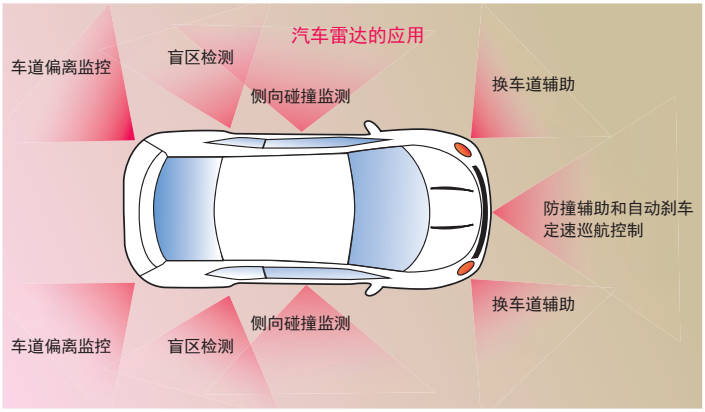

图1：汽车雷达的应用。
**汽车雷达**——自动驾驶技术实现的前提条件是汽车要能感知并且规避障碍物（图1）。因此汽车就需要一系列的雷达来探测和感知汽车周围的环境。为了提高雷达的分辨率，目前主要使用的频率是24GHz、77GHz和79GHz的毫米波频率。